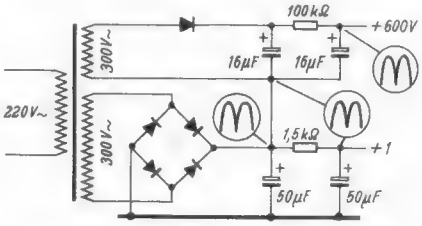

Bild 1. Originalschaltung; Anodenspannung + 600 V verbrummt, Oszillogramme mit einem zweiten Oszillografen gemessen
Die Anordnung der Bedienungsorgane, Instrumente und Prüffassungen geht aus dem Foto Bild 1 sowie aus *Bild 8* hervor. Zur Montage der Drucktastenleisten für den Kreuzschienenverteiler und die Belastungswiderstände wurden Distanzrollen verwendet. Ihre Länge (13 mm) ist so bemessen, daß die Tasten 8 mm aus der Platte herausragen. Das Tastenfeld wird von einem Rahmen aus Vierkant-Aluminium 12 × 12 mm eingeschlossen, der das Auflegen von Prüfkarten ermöglicht.
1. Mit dem Netzteil nach Bild 6, Seite 42 der FUNKSCHAU Heft 2/1959, bleibt am Ladekondensator von 50 µF noch eine hohe Wechselspannung stehen, so daß die Hochspannung, deren Wicklung hier angeschlossen ist, völlig verbrummt wurde (*Bild 1*). Der Elektronenstrahl wurde zwei- bis dreimal nebeneinander geschrieben. Bemerkt sei, daß sämtliche Elektrolytkondensatoren in Ordnung waren.